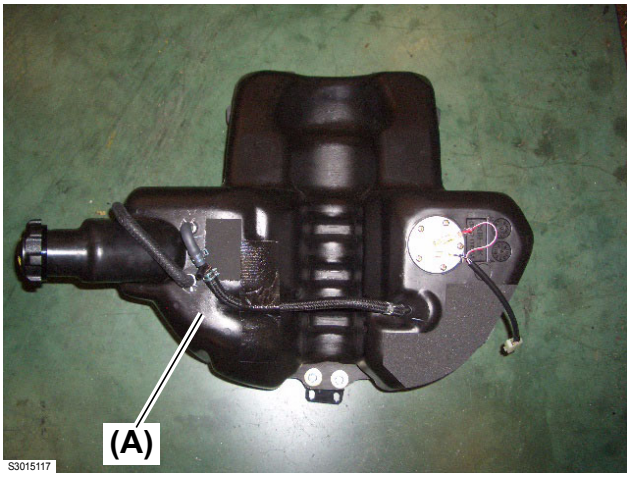

Fig. 6
6. Remove the fuel tank **(Fig. 6, (A))**.